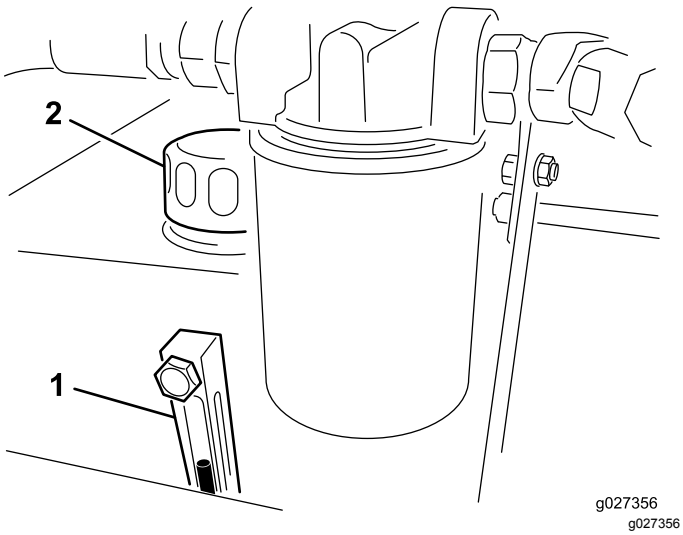

Рисунок 4
2. Проверьте уровень рабочей жидкости в смотровом окошке (Рисунок 4). Если жидкость доходит до середины смотрового окошка, ее уровень достаточен.